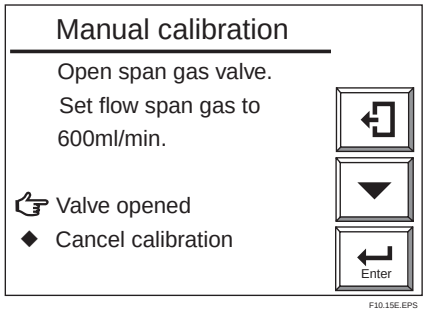
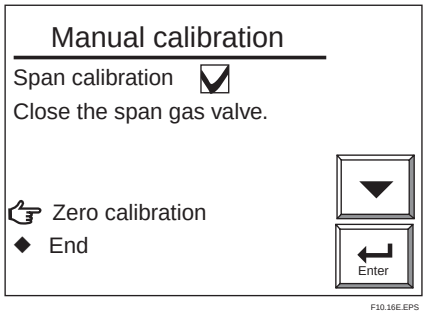

Figure 10.15 Manual Calibration Display
Figure 10.16 Manual Calibration Display
(2) Next, adjust the flow rate to 600 ml/min ± 60 ml/min using the span gas valve “AIR” (the flow check ball stops floating on the green line when the valve is slowly opened). To rotate the valve shaft, loosen the lock nut and turn it using a flat-blade screwdriver. Turning the valve shaft counterclockwise increases the flow rate.
(3) After adjusting the flow rate, tighten the valve lock nut.
(4) Select Valve opened (to start calibration) from the Manual calibration display shown in Figure 10.15. Check the Trend graph display to see that the measured value is stabilized. Then press the [Enter] key. The Manual calibration display shown in Figure 10.16 appears. Disconnect the power cord to stop the pump.
(1) When the display shown in Figure 10.15 appears during calibration, open the span gas flow setting valve of the flow setting unit and adjust the flow rate to 600 ml/min ± 60 ml/min. Turn the valve slowly counterclockwise after loosening the lock nut if the valve has a lock nut. To check the flow rate, use the calibration flow meter. If the measurement gas pressure is extremely high, adjust the measurement gas pressure to obtain pressures (listed in Table 10.6) ± 10%.
(2) Adjust the flow rate and select Valve opened from the Manual calibration display. Check the Trend graph display to see that the measured value is stabilized. Then press the [Enter] key. The Manual calibration display shown in Figure 10.16 appears.
(3) Close the span gas flow setting valve to stop the span gas (air) flow. If the valve has a lock nut, be sure to tighten the lock nut to prevent any leakage of span gas into the sensor during measurement.